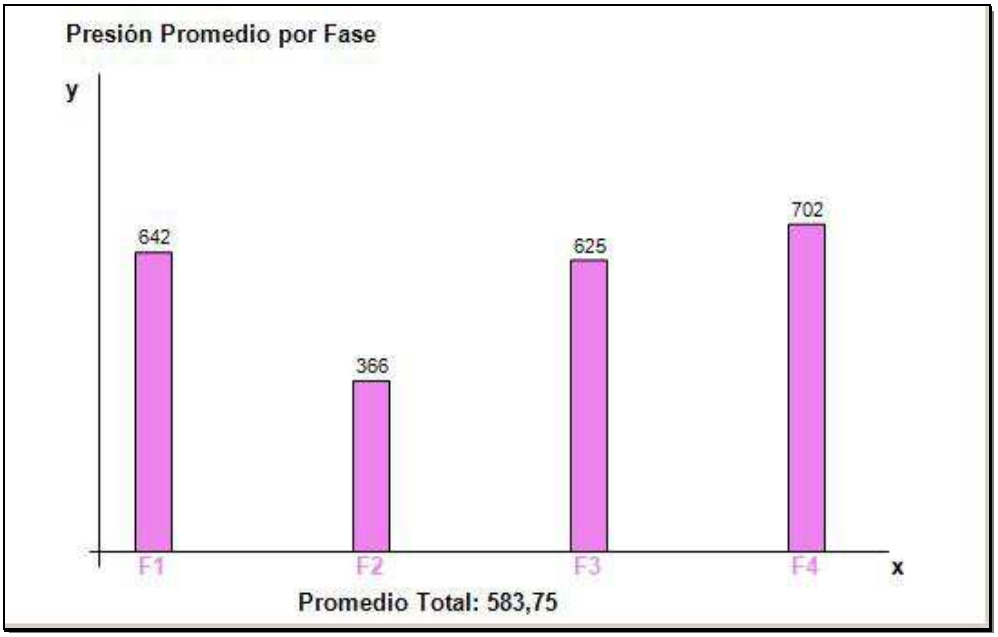

Figura 24: Gráfico de presión promedio en cada fase.
D. PRESIÓN PROMEDIO: Muestra la Presión Promedio en cada Fase Física y debajo, en la referencia, el promedio total (Figura 24).